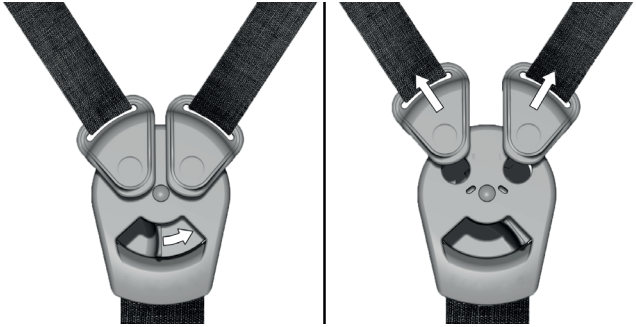

Abbildung 22 : Öffnen des Dreipunktgurtes
1. Schieben Sie den Schnallenschieber **66** gegen den Uhrzeigersinn. Beide Schultergurtschnallen **67** werden an der Schnalle **65** gelöst (siehe Abbildung 22).